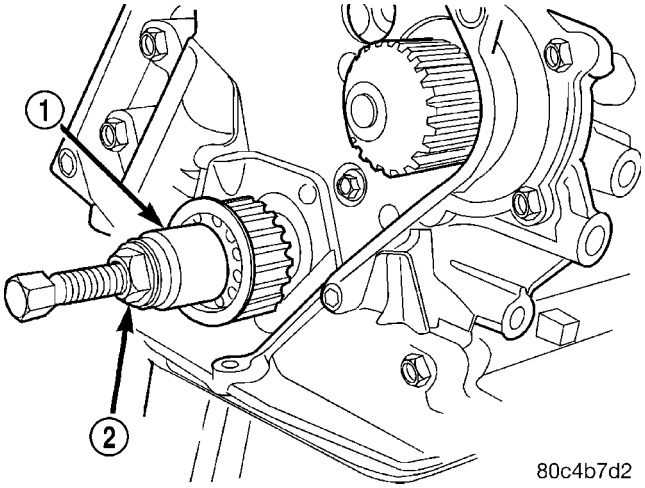

Fig. 124 Crankshaft Sprocket - Installation
(1) Install crankshaft sprocket using Special Tool 6792 (Fig. 124).